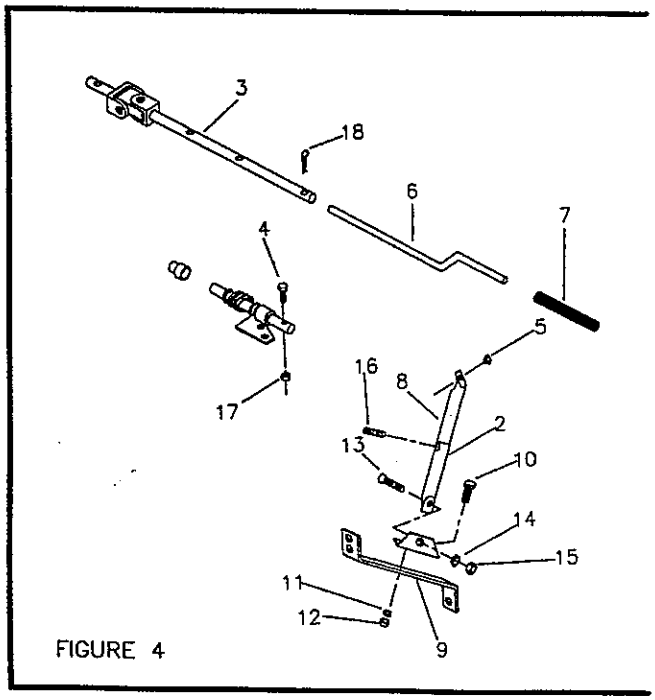

FIGURE 4
g) Install the anchor angle (fig.4,item 1) on the right hand hitch arm (fig.4, item 9) using two 3/8" x 1 1/4" bolts lockwashers and nuts (fig.4, items 10-11-12). Tighten securely.
h) Install anchor tube (fig.4, item 2) on angle (fig.4, item 1) so that tube leans toward snowblower using a 3/4" x 1 1/2" bolt , lockwasher and nut (fig.4, items 13-14-15).
i) Insert handle support (fig.4, item 8) inside anchor tube (fig.4, item 2) and secure loosely with a 3/8" x 5/16" set screw (fig.4, item 16).
j) Assemble tube with U-joint (fig.4, item 3) inside rotation worm, align holes and insert a 10-24 x 1" capscrew (fig.4, item 4) from larger hole side of worm (so that head of capscrew sinks in worm). Secure with a nylon lock nut (fig.4, item 17).
k) Install the plastic grommet (fig.4, item 5) in the handle support.
l) Pass the handle (fig.4, item 6) through the grommet (fig.4, item 5) and inside the rotation tube (fig.4, item 3). Select length, align nearest holes and secure with a 5mm x 100mm hair pin (fig.4, item 18).
m) Adjust handle position and height to a comfortable and safe operating position after the snowblower has been mounted to the tractor. Tighten set screw (fig.4, item 16) on anchor tube and the 3/4" x 1 1/2" bolt (fig.4, item 13).
n) Install plastic handle (fig.4, item 7) over rotation handle.